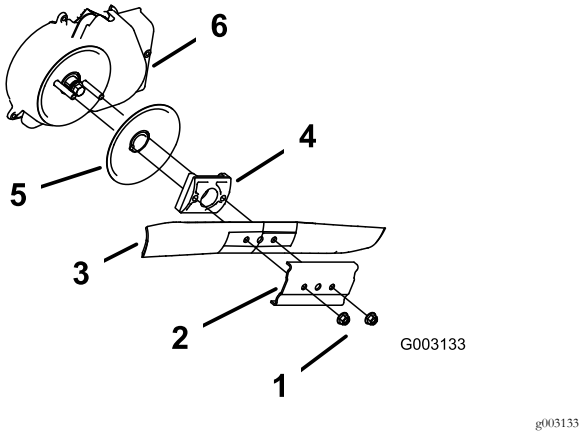

Bild 37
3. Entfernen Sie die beiden Messermuttern und die Verstärkung (Bild 37).
4. Entfernen Sie das Messer (Bild 37).
5. Nehmen Sie den Messermitnehmer und die Scheibe heraus (Bild 37).
6. Entfernen Sie das Schutzblech der Messerbremskupplung (Bild 37).
10. Bauen Sie das zuvor ausgebaute Messer und die Verstärkung wieder ein (Bild 37).